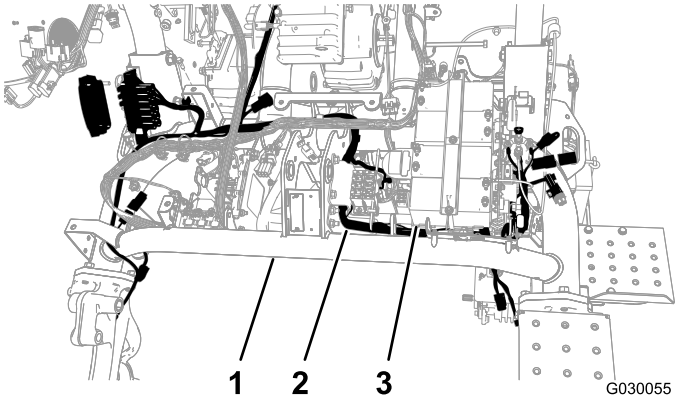

Figure 4
4. Faites passer le faisceau sous le tube principal du cadre et devant les batteries des cylindres (Figure 4).